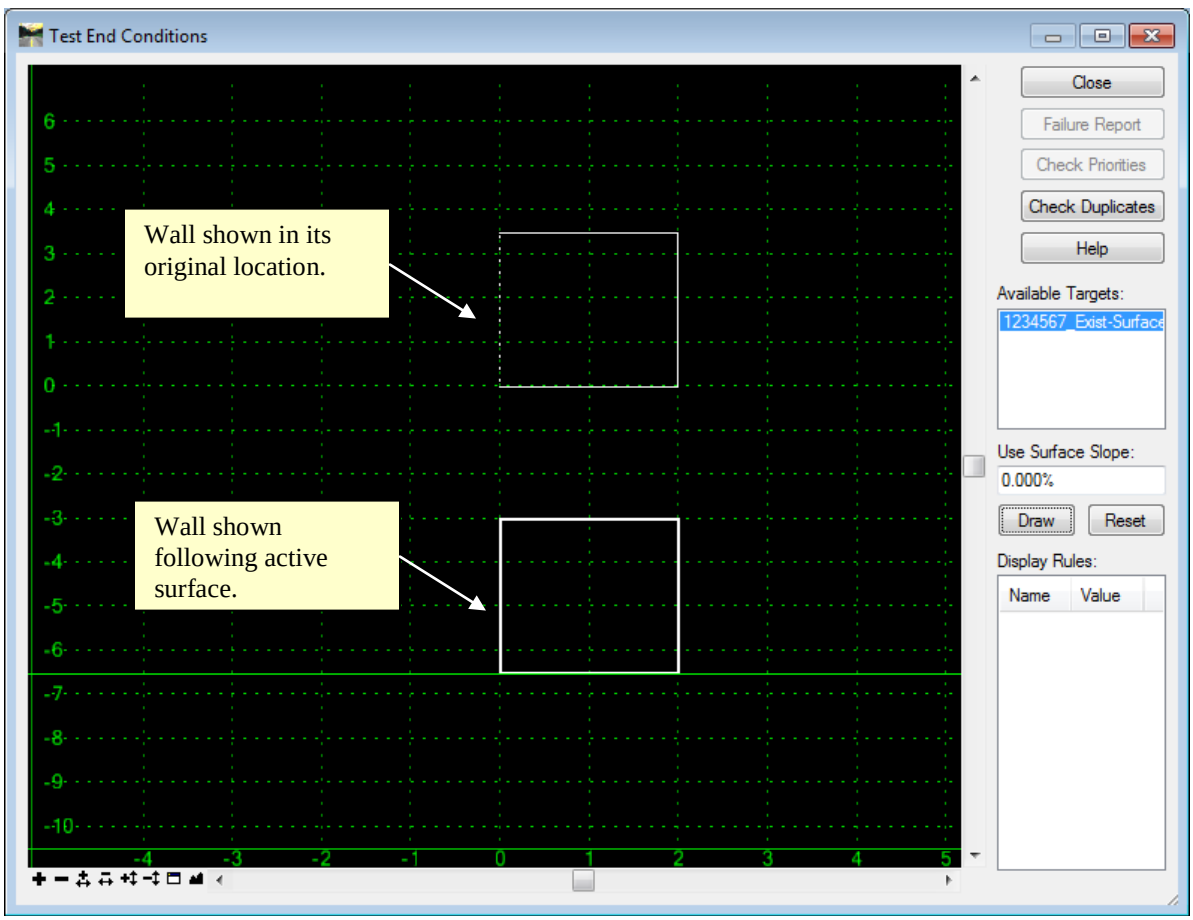

Figure L7-49 Test End Conditions
57.	**Test the Wall.** • In the **Test End Conditions** window, click the **Draw** button. The **Draw** button draws a line representative of the Active Surface at the Slope defined in the **Use Surface Slope:** entry field. • **Move** your cursor up and down in the **Test End Condition** window. Notice the **Wall** moves up and down staying on the existing ground. This is in response to the ***Project To Surface*** constraint we placed on Point **WBR**. A view of the Wall in its original location remains in the grid as shown in *Figure L7-49*. This is normal. • Click **Close** to close the **Test End Conditions** window. Testing will be covered in more detail in the section on End Conditions.